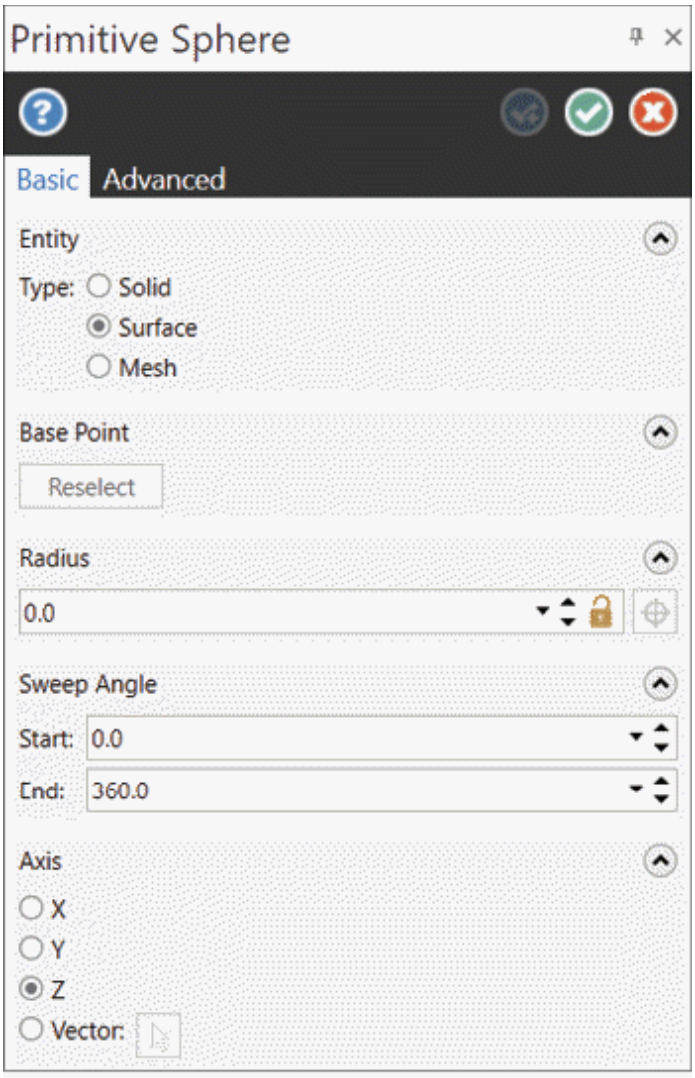

Figure-5. Primitive Sphere Manager
- Click on the **Sphere** tool from the **Simple** group in the **Surfaces** tab of the **Ribbon**. The **Primitive Sphere Manager** will be displayed; refer to Figure-5.